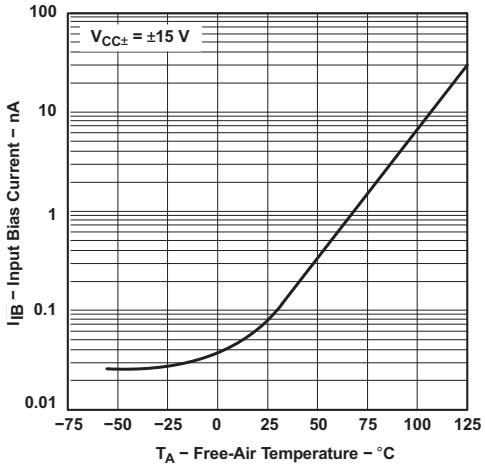

图 1. 输入偏置电流与自然通风温度间的关系
(1) FET 输入运算放大器的输入偏置电流是正常的结反向电流，此电流对温度敏感，如图 1 所示。必须使用脉冲技术来保持结温尽可能接近环境温度。
(2) 除非另有说明，所有特性均在开环条件下以零共模电压测定。完整范围为 T_A = –55°C 至 +125°C。